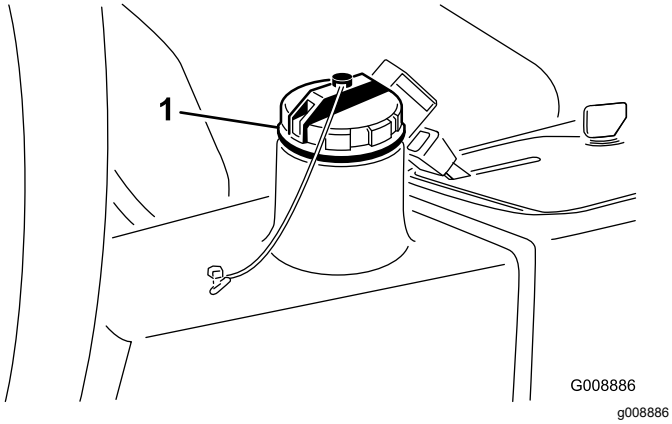

Figur 74
2. Rengjør rundt påfyllingshalsen og lokket på hydraulikktanken (Figur 74) og fjern lokket.